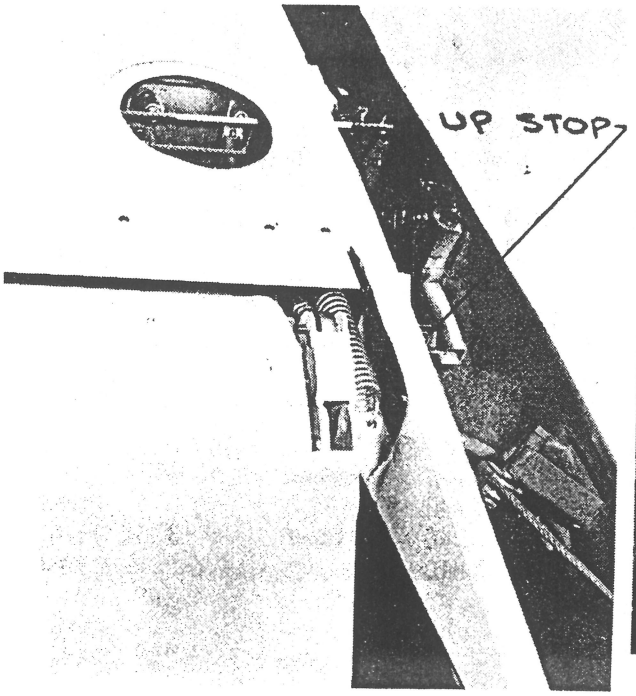

FIGURE 5-4.
5-14. RIGGING OF FLAP CONTROL SYSTEM (See Figure 5-4)
a. With flap in line with ailerons, tip rib and butt rib, left up stop on the torque tube bellcrank should be against adjusting stop tube. (See Figure 5-4) Adjust push rods on each flap to agree.